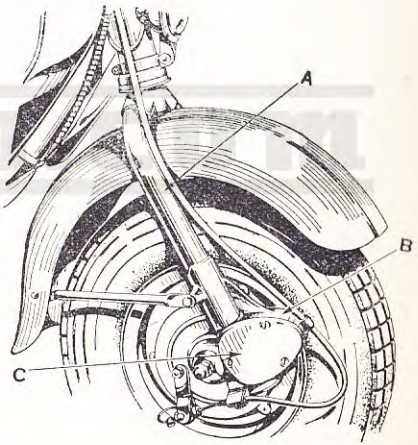

Fig. 5
FRONT SUSPENSION (fig. 5)
- Check and refill the necessary quantity of grease in the two front suspension casings by removing the cap C (fig. 5).